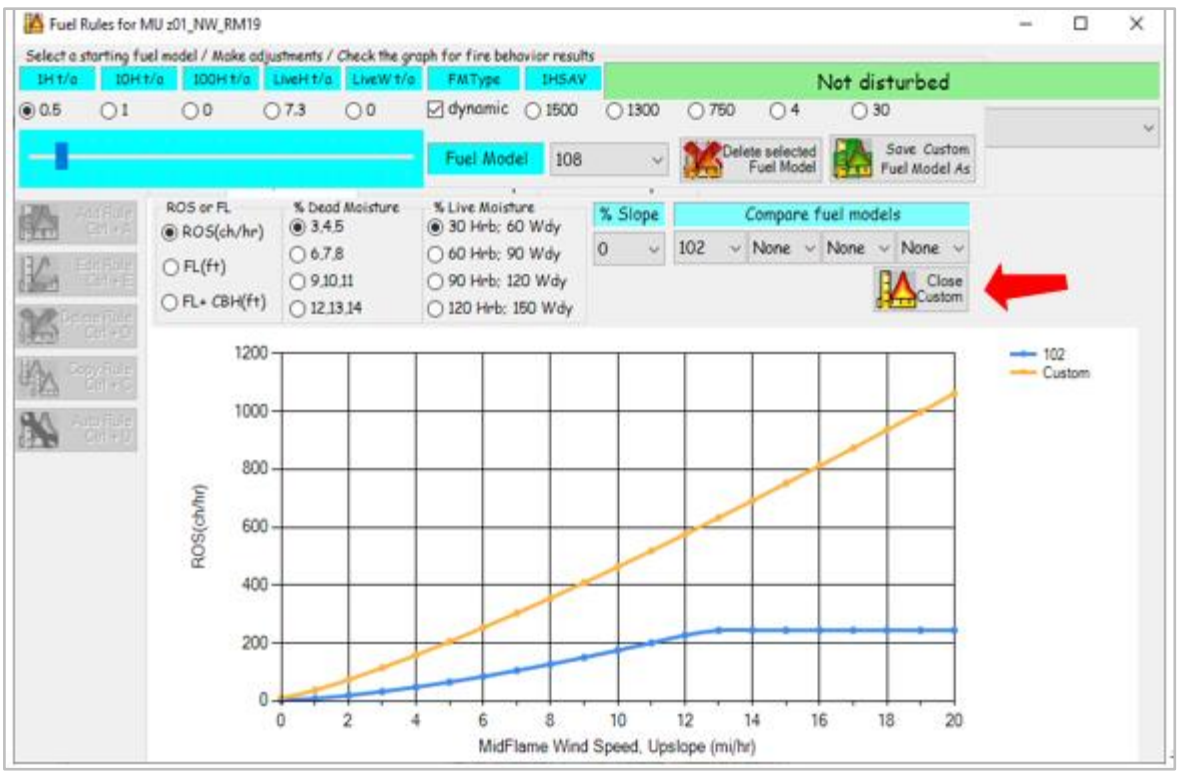

Figure 7-28: Create Custom Fuel Models page with Close Custom Fuel Model function.
- Make adjustments by selecting a parameter and then moving the slide adjustment (Figure 7-28).
- Close the custom fuel model interface when finished by clicking the same button, now called "**Close Custom**" (Figure 7-28).